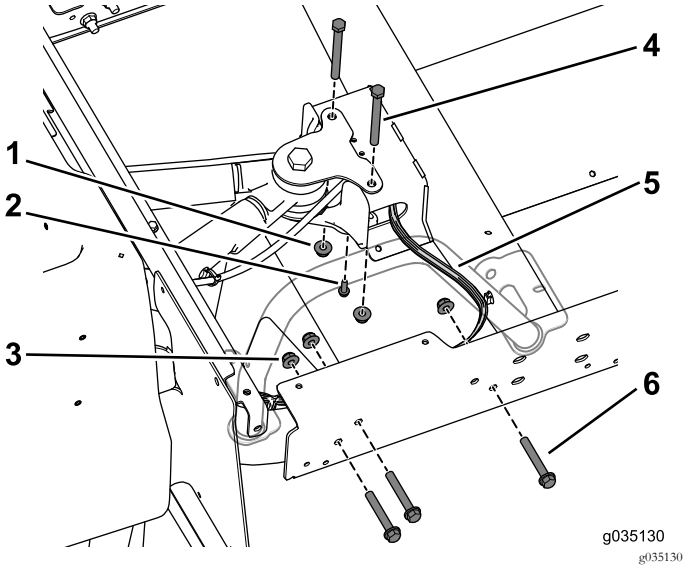

Figura 67
7. Remova os parafusos e as porcas flangeadas que fixam a montagem do braço oscilante ao canal central (Figura 67).